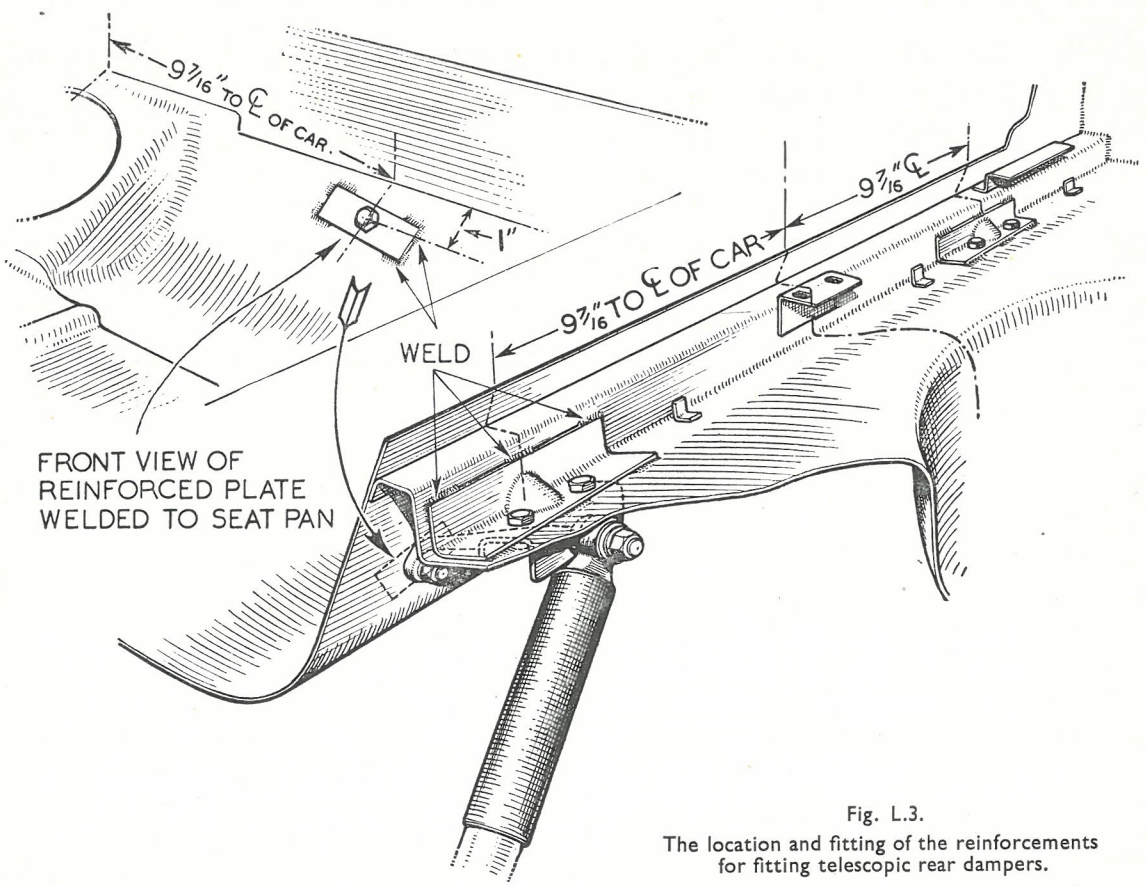

Fig. L.3.
1. Reinforcement angle brackets must be fitted in the angle between the squab support reinforcement cross-members and the floor of the spare wheel compartment on each side. The Part Number of the reinforcement angle bracket is 137170-Z and they should be welded to the squab support reinforcement and the spare wheel floor with six welds approximately $\frac{3}{4}$ in. (20 mm.) long at each corner and in the centre as indicated in Fig. L.3 so that their centres are $9\frac{7}{16}$ in. (240 mm.) from the centre of the car.
2. Two reinforcement plates for the shock absorber pivot, Part No. 137171-Z must also be welded to the forward face of the seat pan with their centre 1 in. (2·5 cm.) below the top edge of the seat pan and $9\frac{7}{16}$ in. (240 mm. (from the centre of the car. Eight welds approximately $\frac{1}{2}$ in. (13 cm.) long should be made, two at each corner as indicated in Fig. L.3.